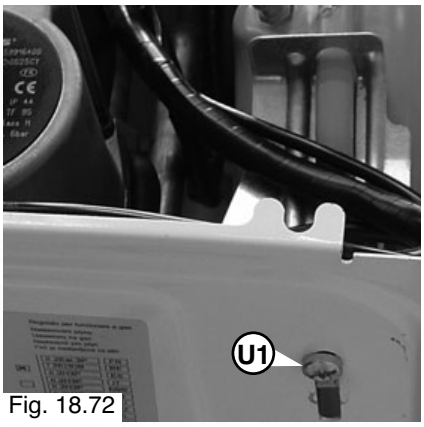

Fig. 18.72
2. Remove the screw "**U1**" (see Fig. 18.72);